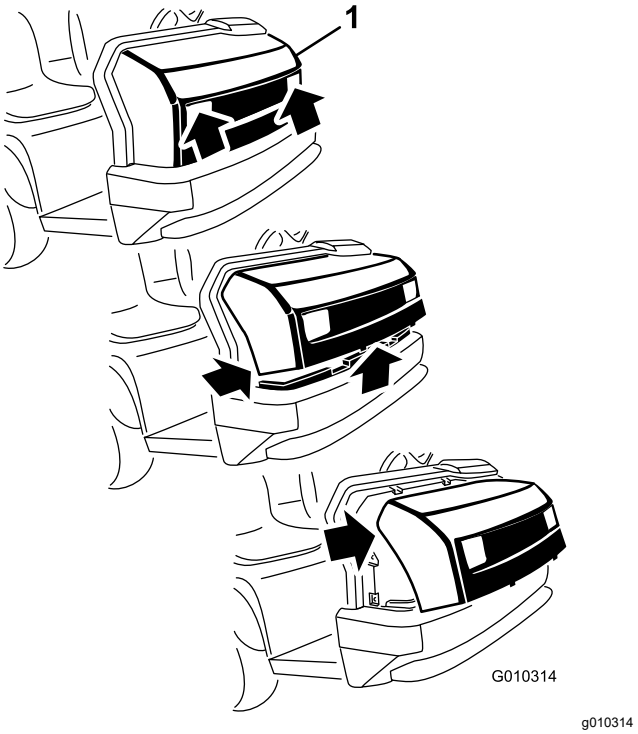

**Figur 28**
1. Fatta tag i strålkastaröppningarna på motorhuven och lyft huven uppåt så att de nedre monteringstapparna lossnar från ramspåren (Figur 28).
2. Sväng huvens nedre del uppåt tills du kan dra ut de övre monteringstapparna från ramspåren (Figur 28).
3. Sväng huvens övre del framåt och koppla loss kabelkontakterna från strålkastarna (Figur 28).
2. För in de övre monteringsflikarna i ramfästena (Figur 28).
3. För in de nedre monteringsflikarna i ramfästena (Figur 28).